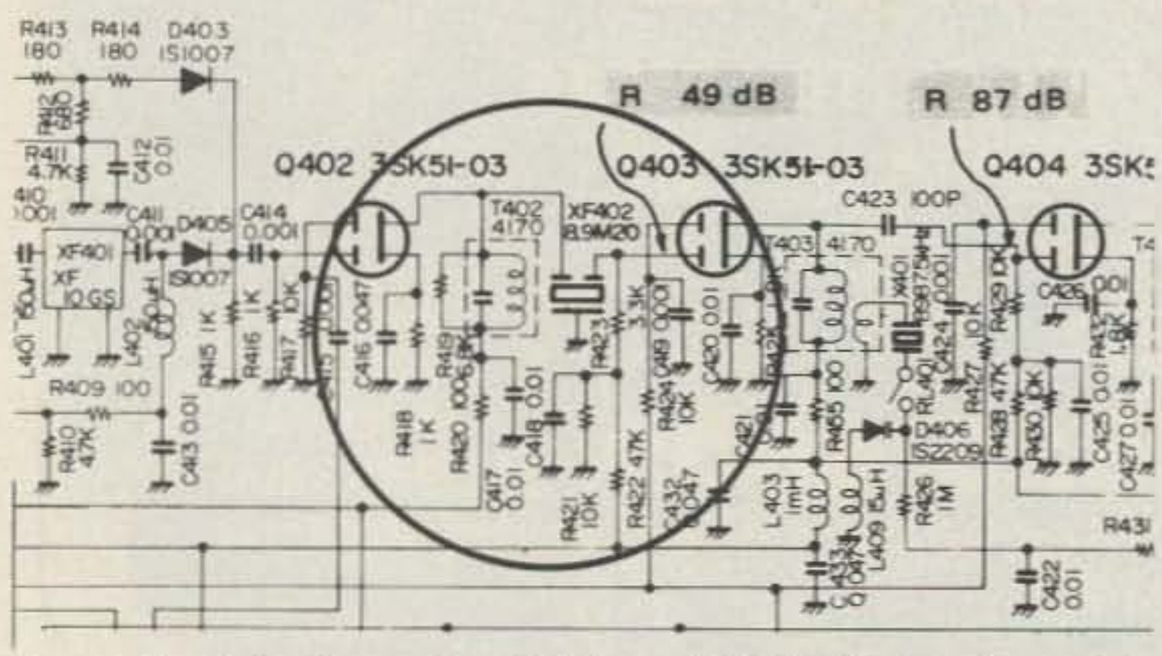
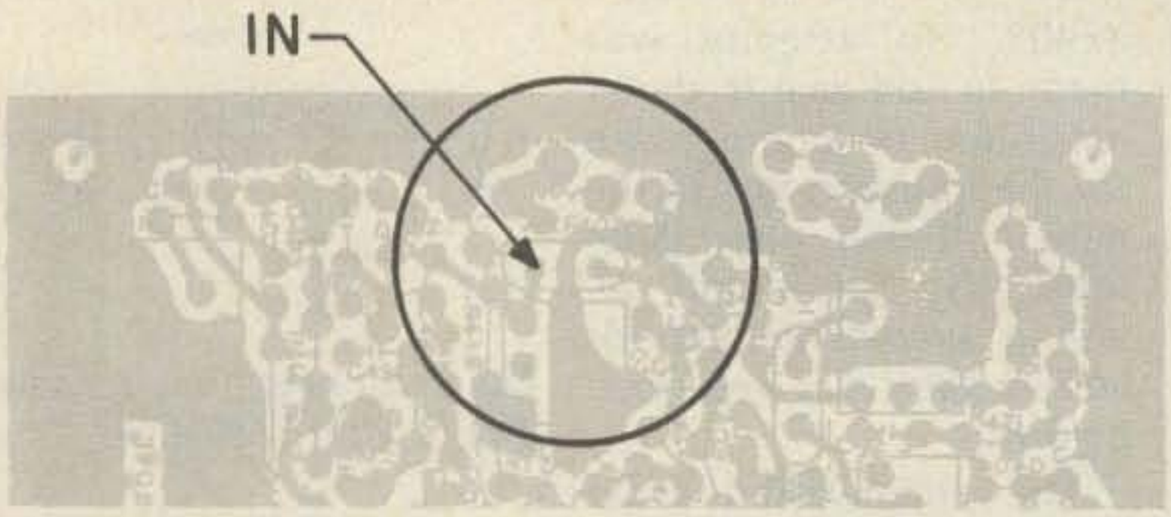

Fig. 1. Partial schematic of i-f board PB-1704 showing original connections of XF402 and related components.
Fig. 5. Foil side of PB-1704 with detail showing required changes. Also see detail 8c.
So I tried another approach (no one can accuse me of not being persistent, hi!). To obtain the bandpass-tuning feature, Yaesu up-down converts the 9-MHz i-f to 10.8 MHz with filtering at each frequency to permit a variable-width window of common passbands. This feature, first advanced by Bill Orr in the 50s, works superbly since using a common oscillator results in passband tuning with zero tracking error. After the dual-heterodyning process, a modest filter is required to rid the radio of mixing products. An extremely simple two-pole crystal monolithic filter, XF402, was utilized for this purpose (by Yaesu). See Fig. 1. While it cleans up these spurious products nicely, the filter is so elementary that it provides no help at all in enhancing the skirts of the main filter (XF302, 3, or 4).
The matter of improving the impedance matching seemed like a more difficult problem until a fortunate discovery was made. Fig. 1 shows pertinent portions of the original circuitry of PB-1704C, the i-f board. The basic idea of the modification was to remove XF402 (between Q402 and Q403) and to substitute the 8-pole, 2.4-kHz bandwidth Fox-Tango filter for it. Note that the input end of the original filter is attached to the upper end of the coil in T402 which, with its shunting capacitor, looks more like a simple resonant circuit than a transformer. *If it's a transformer, where is the secondary winding?* All the other "T's" had them! Maybe T402 did too! A study of the parts list in the service manual vindicated my hunch: T402 *and* T403 had identical part numbers and a step-down secondary winding—ideal for impedance-matching the new filter! I could hardly wait to examine the back of PB-1704C in the vicinity of T402 since the parts layout diagram (Fig. 5) showed what looked like a transformer pin not connected to anything.
is worth a thousand words, and there are lots of pictures so I'll try to keep the words to a minimum. Anyway, start by comparing Figs. 1 and 8 carefully, noting the differences. Then become familiar with the others—especially the details. Next, take off the top cover of the cabinet (don't be afraid) and remove the black plastic panel at the left, over the circuit board compartments. Using the markings on this panel, locate PB-1704, remove the two screws at the ends of its hold-down strap, and using a knife blade or thin screwdriver, wedge up first one end of the strap and then the other, a bit at a time, until the board comes out of its socket. Examine the board carefully, noting the location of XF402, T402, and R419. All components have their identifications printed on the board, and the photographs in your owner's manual will help further to identify the key components.
1. Clearly identify the three soldered connections of XF402. (See Fig. 5.) Unlike a crystal (which it resembles), it is not plugged into a socket—it is soldered to the board. Its three leads are thin and usually bent over before soldering. Carefully remove the solder from the three points using de-soldering wicking or suction. Straighten the leads so that when the solder is removed, XF402 can be lifted from the board without using any force.